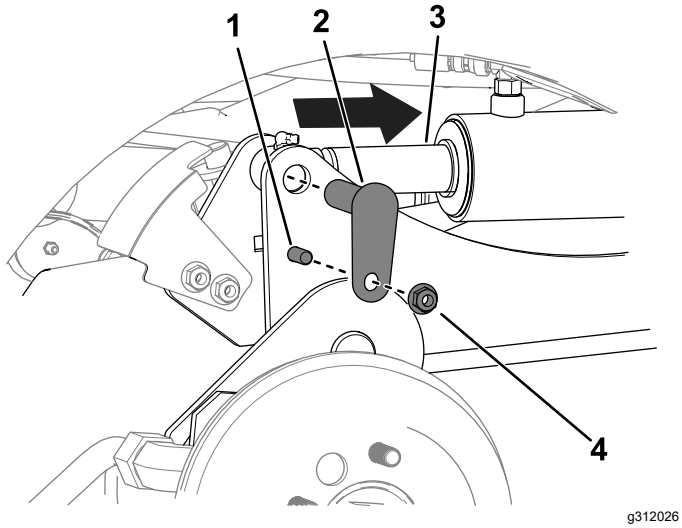

**Figura 11**
C. Utilizzate un cacciaspine per allineare i fori dell'asta del cilindro con i fori del braccio di sollevamento (Figura 11).
D. Utilizzate 2 bulloni (⅜" x 1¼"), 2 dadi (⅜") e 2 perni piccoli per fissare i bracci di sollevamento ai cilindri (Figura 11).